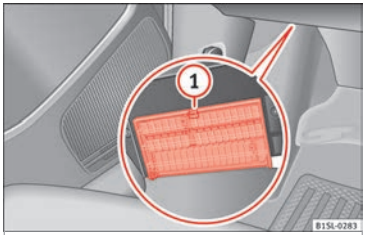

Fig. 82 Below the driver side dash panel: fuse box cover
- *Opening:* Press the unlock button ››› Fig. 82 (1) until it is possible to open the cover. Fold the cover down.
- *Closing:* Fold the cover up in the opposite direction to the arrow until it clicks into the locking lever (1).